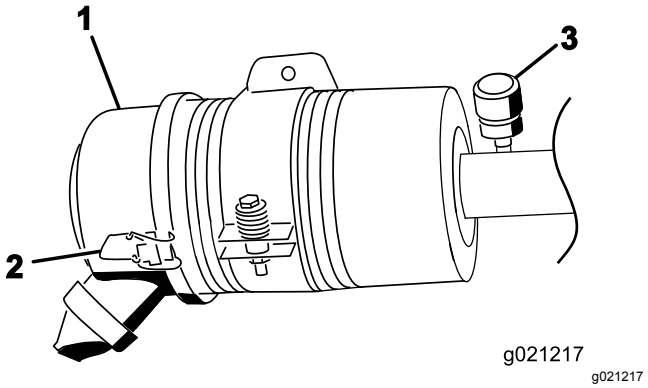

Figur 57
Efterse kun luftfilteret, når serviceindikatoren (Figur 57) viser, det er nødvendigt. Hvis du udskifter luftfilteret, før det er nødvendigt, øger du blot risikoen for, at der kommer snavs ind i motoren, når filteret afmonteres.
1. Åbn låsene, der fastgør luftfilterdækslet til luftfilterhuset (Figur 57).